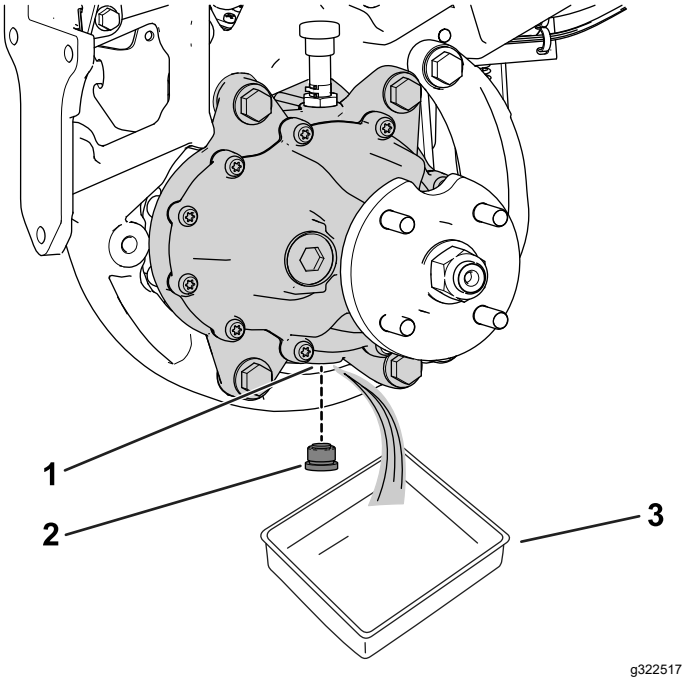

Figur 48
3. Anbring en drænbakke under hjulmotoren (Figur 48).
4. Fjern aftapningsproppen fra drænåbningen (Figur 48).
6. Monter aftapningsproppen i drænåbningen (Figur 48).